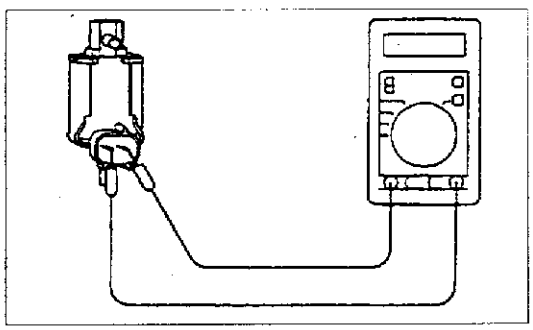

图 3－2－28
(3)将一只手动真空泵接到原来绿色条纹真空软管连接的管接头，如图 3－2－27 所示。